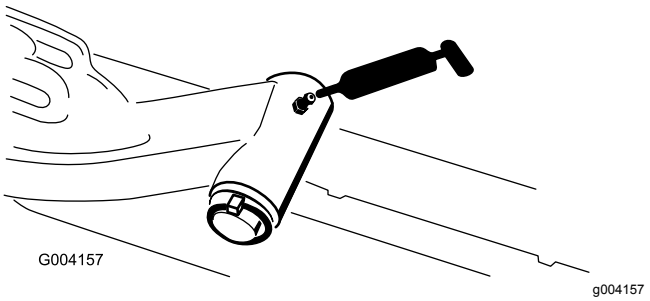

Figur 75
- Lyftarmens svängaxel (1 var) (Figur 75)